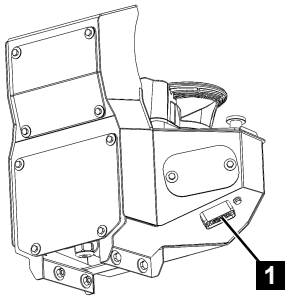

Fig. 118
2. Remove the plug (Fig.118/1) from the control panel.